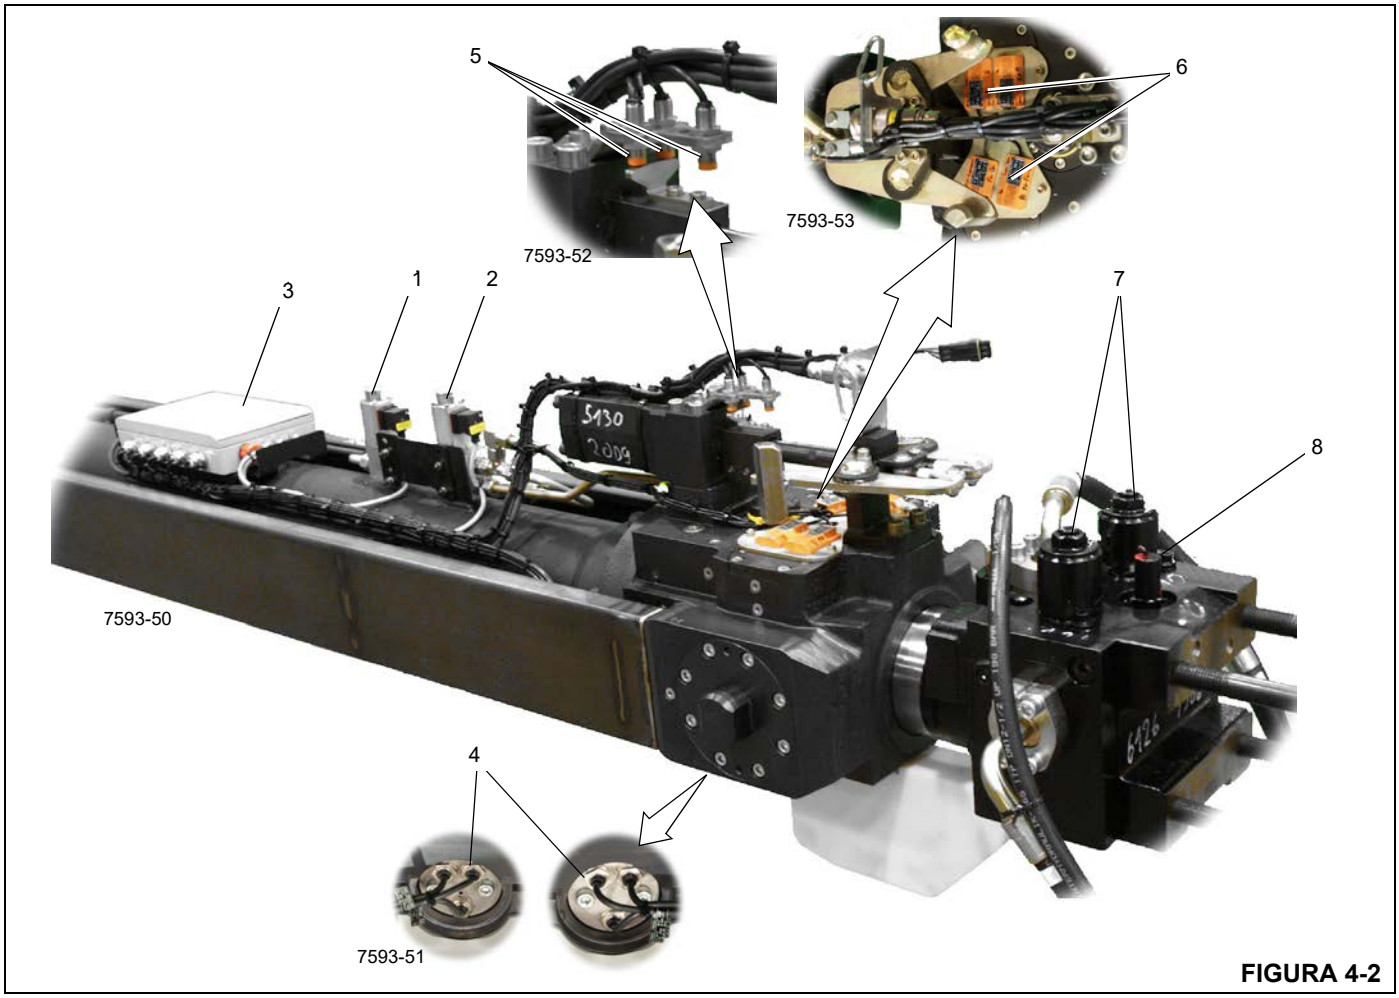

FIGURA 4-2
Las dos válvulas de fijación de solenoide se encuentran en el tubo del cilindro delante de la cabeza de fijación. La válvula de retención de presión (1) (Figura 4-2) mantiene o bloquea la presión hidráulica en el sistema de fijación. La válvula de desbloqueo del pasador de la sección de la pluma/desbloqueo del pasador del cilindro (2) dirige el fluido a la mariposa o a las funciones de pasador de cilindro